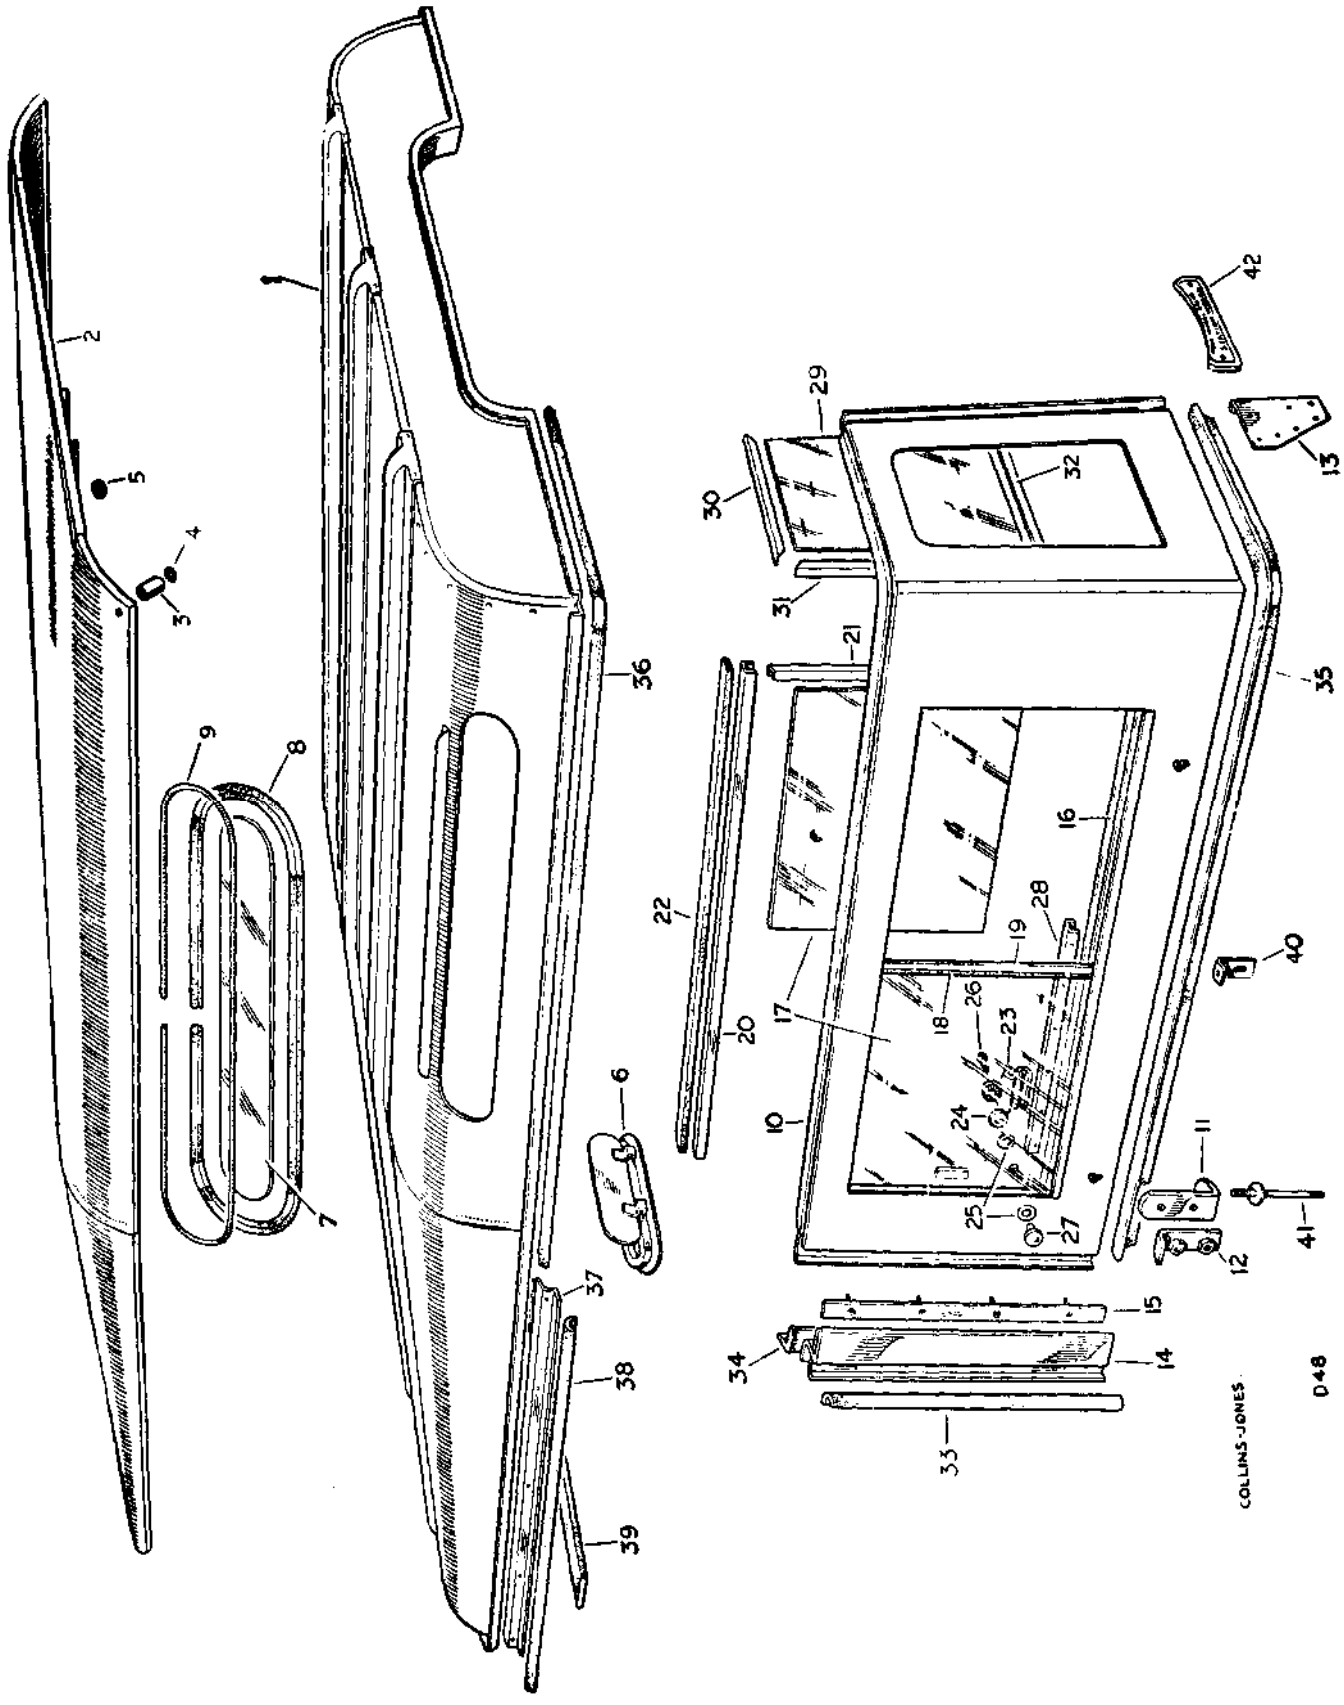

Fig. Q1-29. Layout of roof and body side panels, 88 Staton Wagon
**To remove** (Figs Q1-29, Q1-30 and Q1-31)